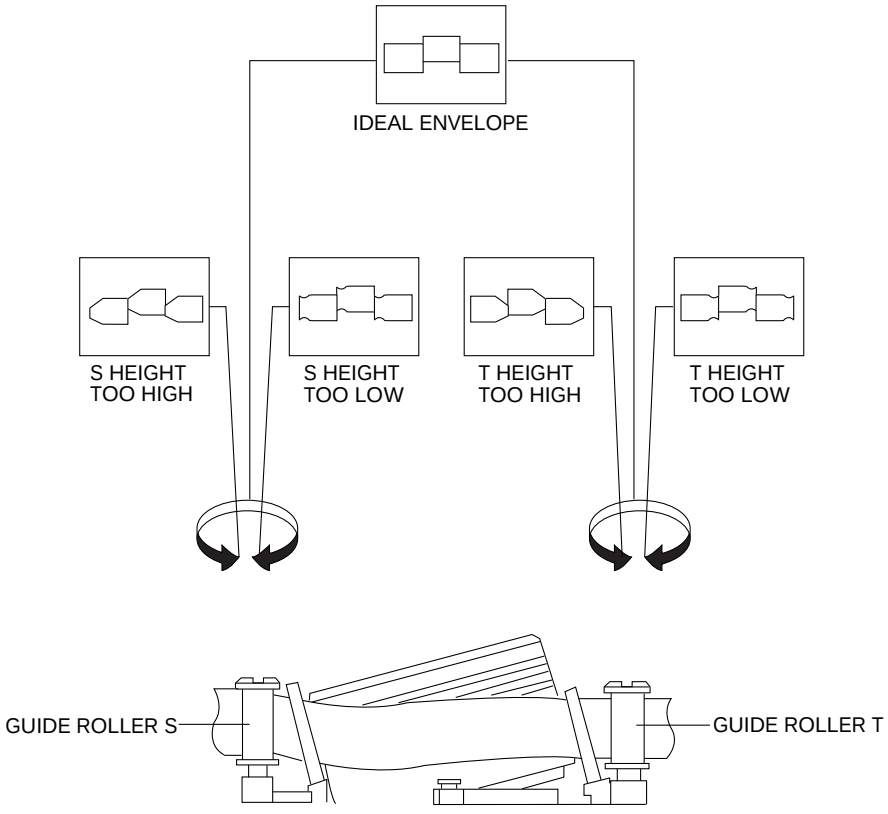

Fig. 2-8 Guide Roller S, T Height Adjustment
8) Turn the guide roller heads with a flat head (▬) driver to obtain a flat video RF envelope as shown in Fig. 2-8.